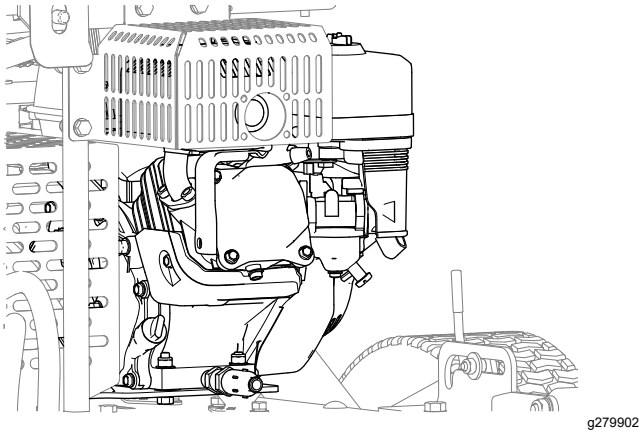

Figuur 41
4. Verwijder vuil en stof van de motor en de koelribben van de motor (Figuur 41).